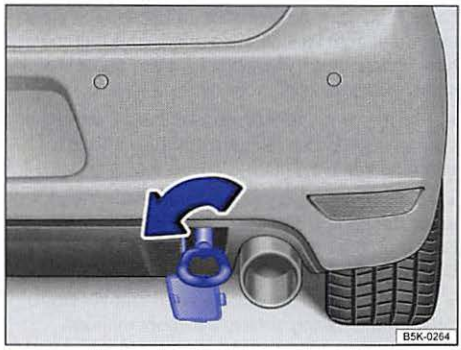

Fig. 182 On the right in the rear bumper: Screwed-in towing eye.
There is another threaded hole for the towing eye in the right rear bumper ⇒ fig. 182.
- Screw the towing eye **counterclockwise** into the threaded hole as far as it will go (arrow) ⇒ fig. 182 ⇒ ①. Use the lug wrench to turn and tighten the towing eye.